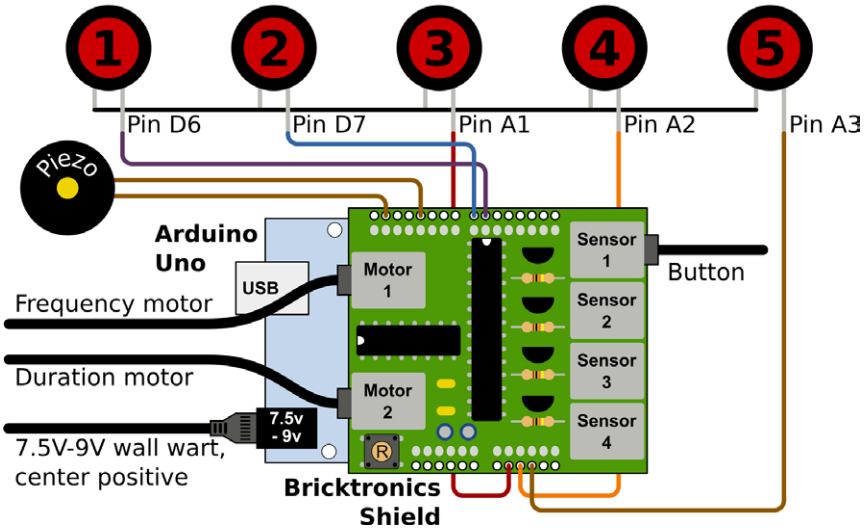

Figure 8-90. *Wire up your Keytar as you see here*
- Connect the button wires to pins 6, 7, and A1-A3 as seen in Figure 8-90.
- Connect the piezo as indicated in Figure 8-90.